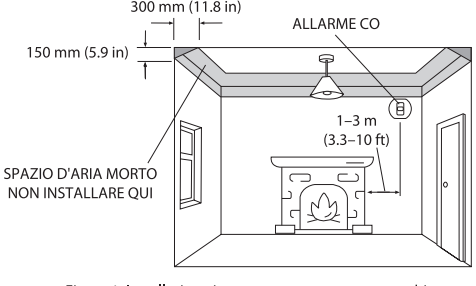

Figura 1: Installazione in una stanza con un apparecchio a combustibile
1. Installare un allarme CO in una stanza con un apparecchio a combustibile (vedere Figura 1):